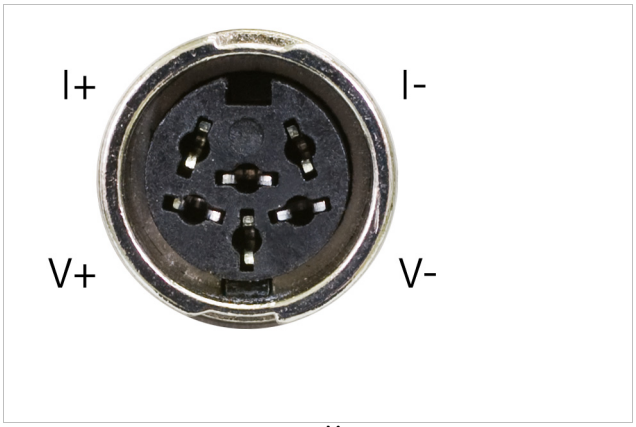

FIGURE 3-4 ***Control input connector***
One 6-pin (240°) circular DIN 45322 receptacle is used for the resistive control input. One connector provides both voltage source excitation connections (V) and the current measurement connections (I). The control input mates with one of the 6-pin Circular DIN plugs included with instrument (Lake Shore P/N G-106-233). The control input sensor connector pins are defined in FIGURE 3-4 and TABLE 3-3. Refer to section 4.4 to configure the control input.